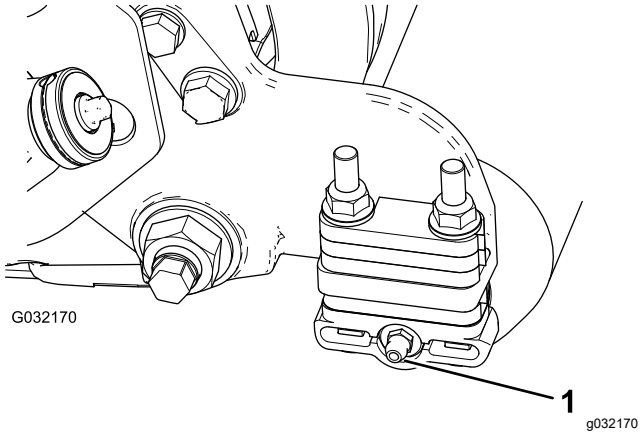

Figura 5
2. Installate il raccordo d'ingrassaggio a 90° in modo che sia rivolto all'indietro (Figura 5).